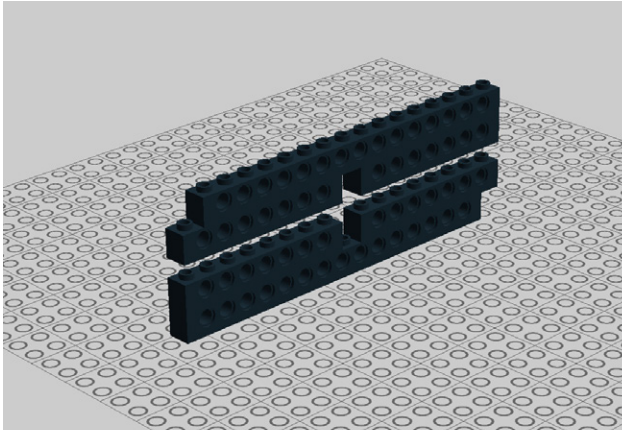

Figure 5-68. *Step 61: Prepping the beams*
61. Let's begin working on the back. Stack four 8M and two 16M Technic bricks, as you see in Figure 5-68.